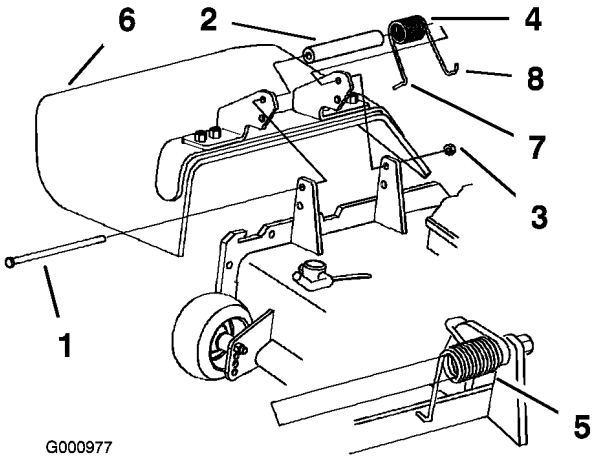

Figur 81
1. Ta bort låsmuttern, bulten, fjädern och distansbrickan som håller fast gräsriktaren på tappfästena (Figur 81). Demontera den skadade eller slitna gräsriktaren.
Obs: Se till att fjäderns L-formade ände sitter bakom däckkanten innan du monterar bulten i enlighet med Figur 81.
3. Montera bulten och muttern. Placera fjäderns **J**-formade ände runt gräsriktaren (Figur 81).